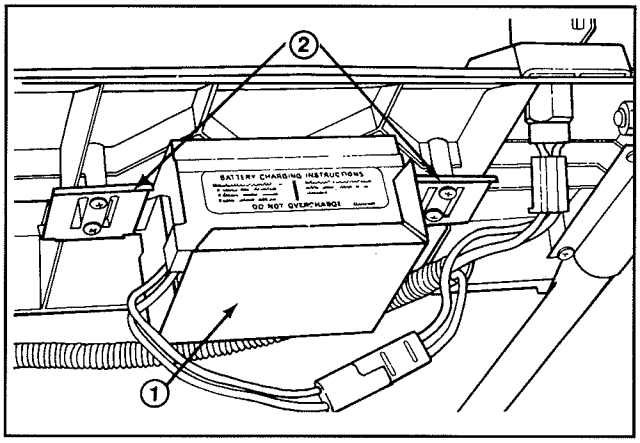

Figure 6
1. Reportez-vous à la section sur le chargement de la batterie, page 11. Faites glisser la batterie, le côté du décalque faisant face vers le haut, entre les fentes à l'arrière du tableau de commande et raccordez les câbles (fig. 6).